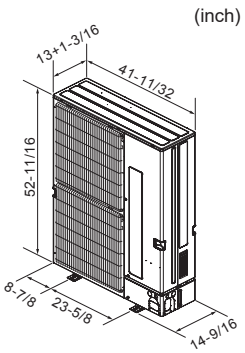

Fig. 2-2
2.3. Dimensions extérieures (Appareil extérieur) (Fig. 2-2)